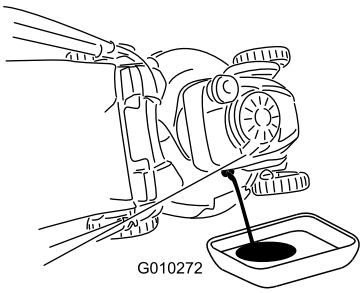

Figur 23
3. Tippa gräsklipparen på sidan (med luftfiltret uppåt) för att tömma ut den använda oljan genom påfyllningsröret (Figur 23).